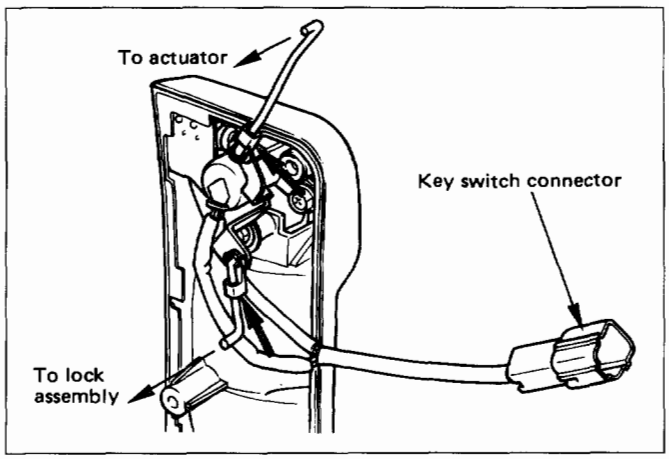

Fig. 10-161
- Refer to "TAILGATE LOCK ASSEMBLY (LH)" in this section.
4. **Tailgate outside handle (Fig. 10-161)**